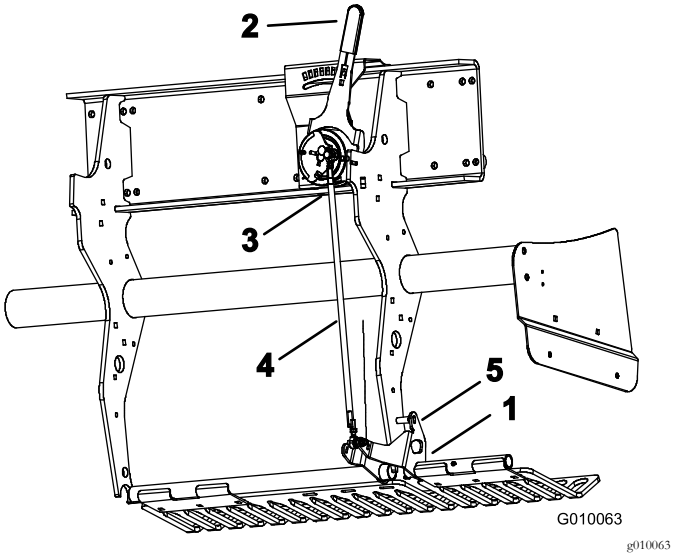

Rysunek 58
2. Obracaj lewy wspornik montażowy osłony od darni (Rysunek 58) w górę, aż można będzie włożyć trzpień blokujący (kołek lub śruba nawiercana 5/16) między wspornik i rurę ustawiania głębokości przyspawaną do ramy.
3. Ustaw dźwignię głębokości (Rysunek 58) w położeniu H (najgłębiej).
4. Odłącz zewnętrzny przełącznik kulowy (Rysunek 58) od wiązki przewodów (przełącznik opuszczania głowicy).
5. Odkręć przeciwnakrętki (lewą i prawą) cięgna regulacji głębokości (Rysunek 58).